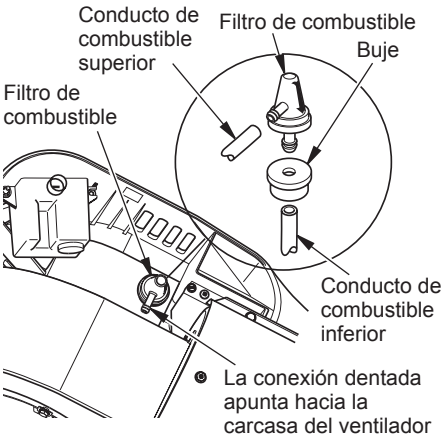

Figura 23 - Procedimiento para retirar el filtro de combustible
2. Extraiga el conducto de combustible del cuello del filtro de combustible (consulte la figura 23).
3. Retire con cuidado el buje, el filtro de combustible y el conducto inferior de combustible del tanque (consulte la figura 23).